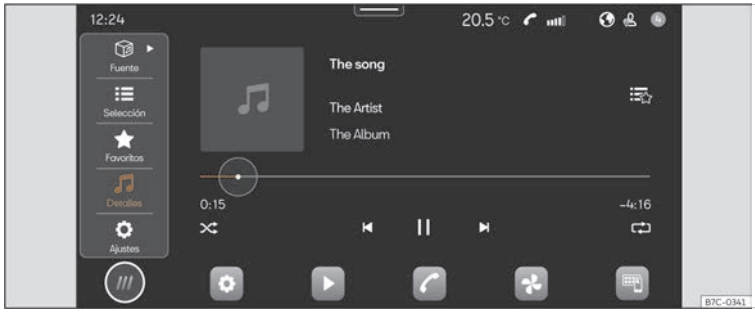

Fig. 158 Representación esquemática: Vista Multimedia.
- Pulse **HOME** > ▶ ››› fig. 158.